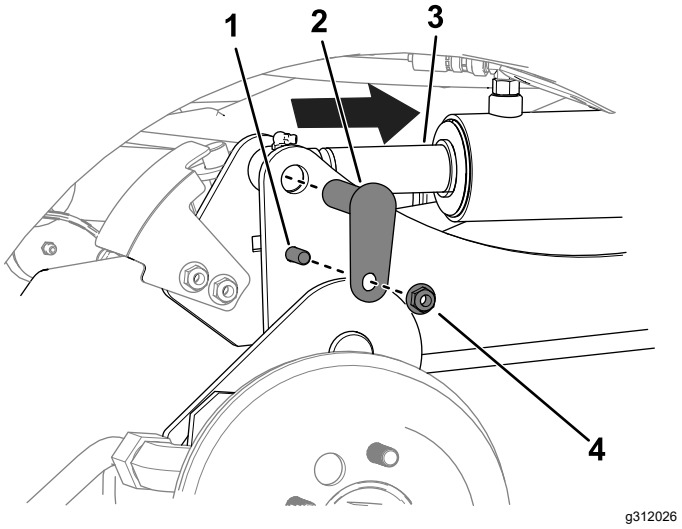

Figura 11
C. Utilice un botador para alinear los orificios de las varillas de los cilindros con los orificios de los brazos de elevación (Figura 11).
D. Utilice 2 pernos (⅜" x 1¼"), 2 tuercas (⅜") y 2 pasadores pequeños para sujetar los brazos de elevación a los cilindros (Figura 11).